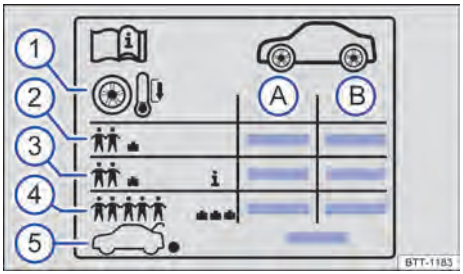

Fig. 214 Etiqueta com as pressões dos pneus.
Indicações na etiqueta de pressão dos pneus → Fig. 214:
- Adequar a pressão dos pneus sempre à condição de carga do veículo → Fig. 214 (3).